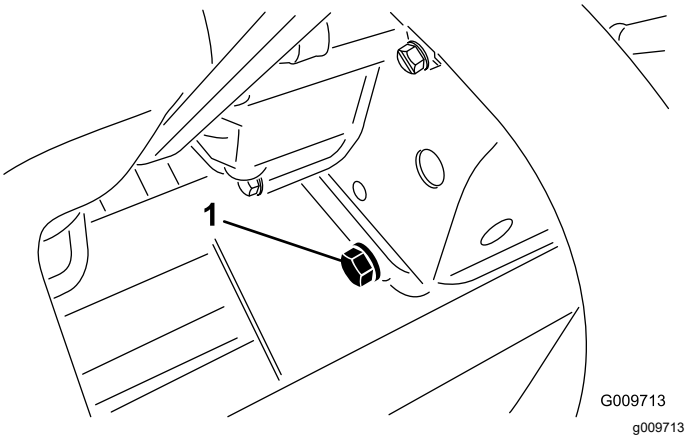

Figur 89
2. Fjern aftapningsproppen (Figur 89), og lad olien flyde over i aftapningsbeholderen.